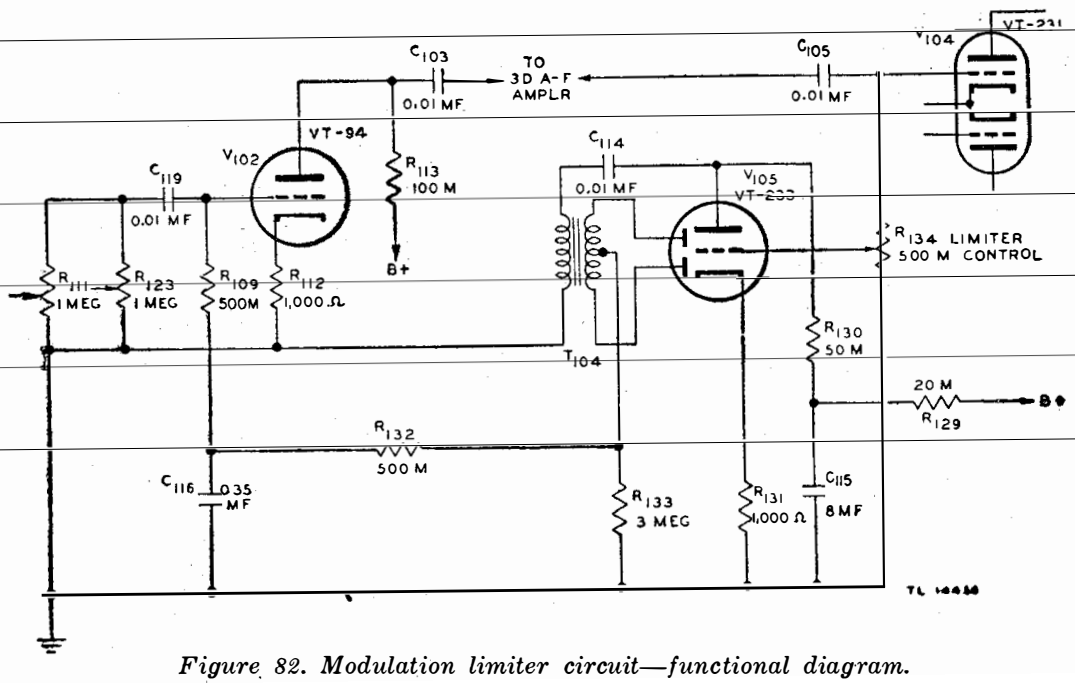

Figure 82. Modulation limiter circuit—functional diagram.
148. Modulation Limiter (fig. 82)
c. Modulation Limiter Control. The LIMITER CONTROL (resistor R_{134}) (fig. 82) is located on the front panel of the speech amplifier behind a cover plate. Its purpose is to control the amplitude of the a-f signal applied to the modulation limiter tube V_{105}. The control is provided with a slotted shaft which is accessible when the cover plate is removed. See paragraph 197 for instructions as to the proper procedure for adjusting the modulation limiter control.